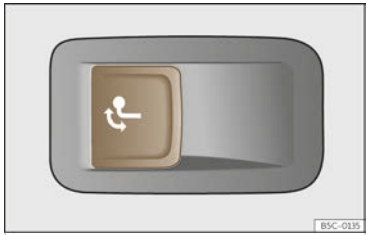

Fig. 199 Left side of the luggage compartment: button to unlock the tow hitch.
- Pull the ››› **Fig. 199** button briefly. The tow hook unlocks electrically and automatically turns outwards. The button's control lamp flashes.
- Pull the ››› **Fig. 199** button briefly. The tow hook unlocks electrically.
- **Never press the button ››› Fig. 199 when there is a trailer hooked to the vehicle or when a carrier system or other accessories are mounted on the tow hook.**